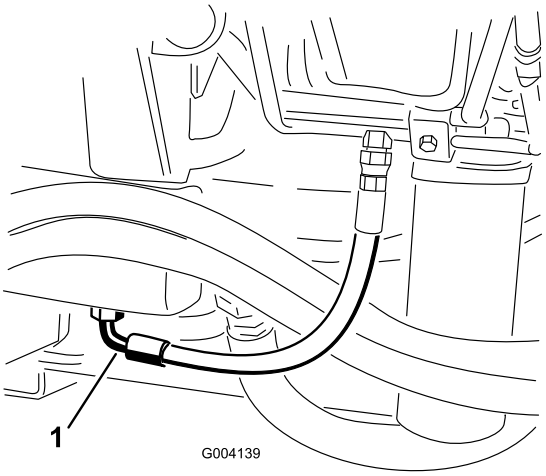

Figur 78
2. Ställ ett stort avtappningskärl under fästet som sitter på hydraultankens undersida (Figur 78).